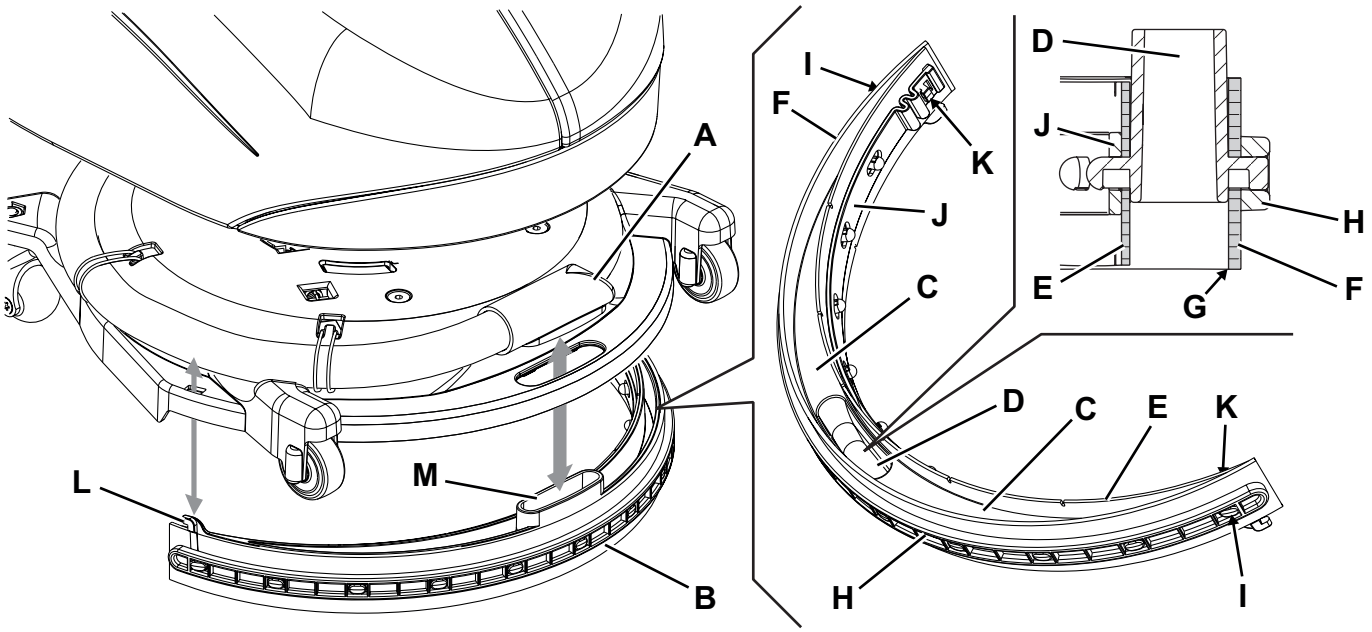

Afbeelding 6
2. Controleer of de programmahendel (31) in stand ‘0’ staat en koppel de accustekker (7) los.
3. Draai het schrobdek van de borstelhouder/padhouder (12) linksom tot de aanslag.
4. Ontkoppel de aanzuigslang (A, Afb. 6) van de trekker.
5. Haal de trekker (B) los uit het schrobdek.
6. Spoel en reinig de trekker. Haal met name de vuiltjes en troep uit de geleidingsruimten (C) en uit de aanzuigopening (D).
7. Controleer of de voorste rubber (E) en de achterste rubber (F) heel zijn en geen sneden of scheuren vertonen. Als dat wel het geval is, moeten ze worden vervangen (zie de procedure in het volgende hoofdstuk).
2. Controleer of de voorste rubber (E, Afb. 6) en de achterste rubber (F) heel zijn en geen sneden of scheuren vertonen. Als dat wel het geval is, moeten ze worden vervangen. Dat doet u als volgt. Controleer ook of de voorste rand (G) van de achterste rubber niet is versleten. Als dat wel het geval is, kan de rubber zelf kapot gaan. Vervang deze door een van de andere drie randen die nog heel zijn. Als de andere randen ook versleten zijn, moet u de rubber vervangen. Dat doet u als volgt:
- Verwijder de elastische bevestigingsband (H) door deze uit de steunen (I) te halen.
- Vervang (of keer om) de voorste rubber (F) en plaats de elastische bevestigingsband weer terug.
- Verwijder de bevestigingsband (J) door deze uit de steunen (K) te halen.
- Vervang (of keer om) de voorste rubber (E) en plaats de bevestigingsband weer terug.
3. Monteer de trekker (B) door voorzichtig de haken (L) en de aanzuigopening (M) in de houder van het schrobdek van de borstelhouders te steken.
4. Sluit de aanzuigslang (A) aan op de trekker.